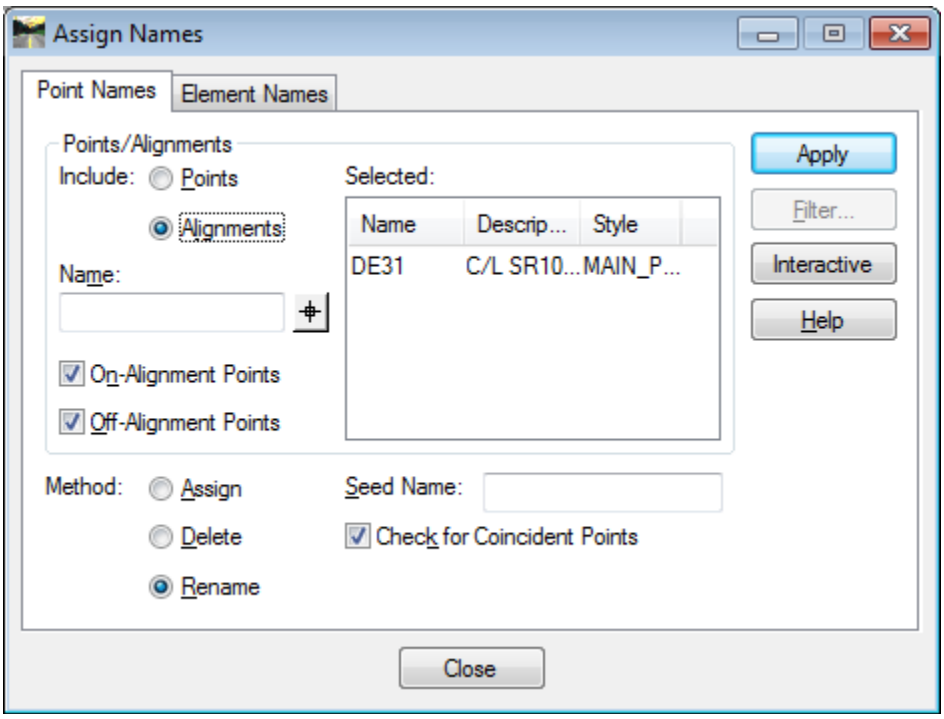

Figure L3-47 Assign Names
50.	**Assign Names to the Points in Alignment DE31.** • In InRoads, Select **Geometry ► Utilities ► Assign Names**. The **Assign Names** dialog opens. • Check the **Alignments** radio button. • Use the **Locate** button to select Alignment **DE31**. During this process watch the prompts at the bottom of the MicroStation Window. ***Hint:*** During this process – watch/follow the prompts at the bottom of the MicroStation Window to identify the element, accept/reject, etc. (Left click to accept Alignment **DE31** and the dialog box will return.) • This time place a check in the Checkbox for '**Check for Coincident Points**'. We did not enter a check previously because we were working with an existing Alignment and did not want to use existing survey points. • Verify your entries match those shown in *Figure L3-47*. • Click **Apply** & **Close**. *Point Names are assigned to Alignment DE31.*